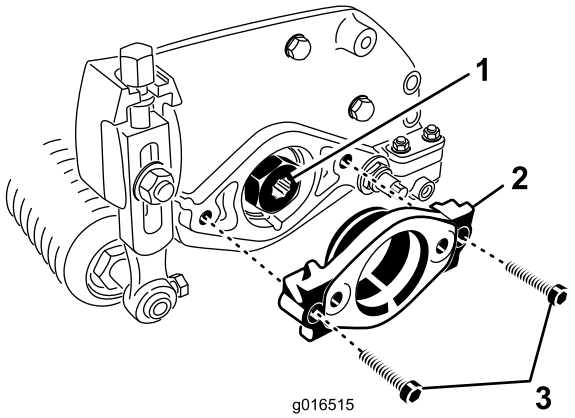

Figuur 8
2. Verwijder de twee inbusschroeven waarmee de motorophangplaat aan het linkeruiteinde van het maaidek is bevestigd. Verwijder de motorophangplaat (Figuur 8).
3. Breng smeer aan op de binnendiameter van de aandrijfspie (Figuur 8).